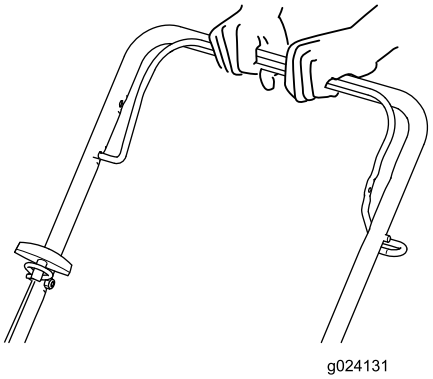

Figura 11
2. Sujete la barra de control de la cuchilla contra el manillar superior (Figura 11).